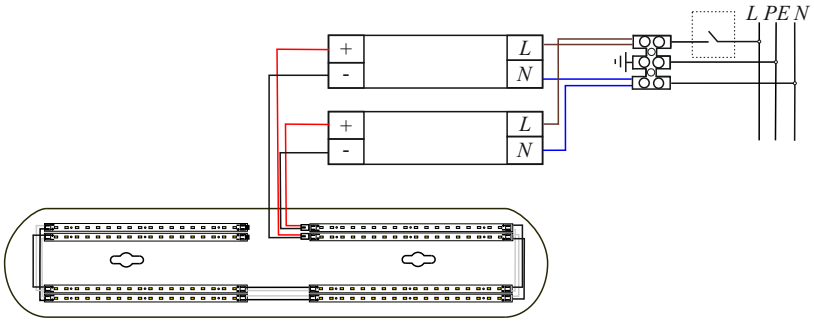

Рисунок 3 - Схема подключения светильников с 8-ю линейками и двумя драйверами
- подключение светильника в режиме 72 Вт осуществляется двумя драйверами при помощи соединительных клемм и одноклавишного выключателя (см. рисунок 3).